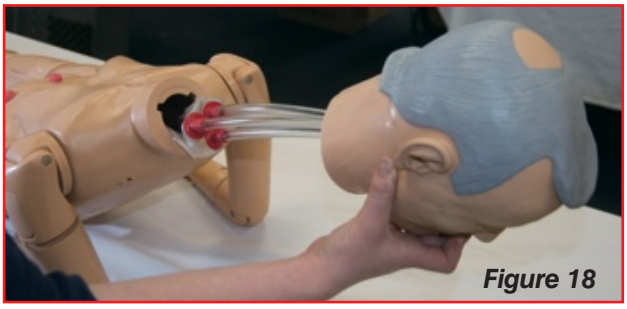

Figure 18
6. Gently pull up head to expose three tubes with the stomach reservoir bag connected at the end. ***(See Figure 18.)***